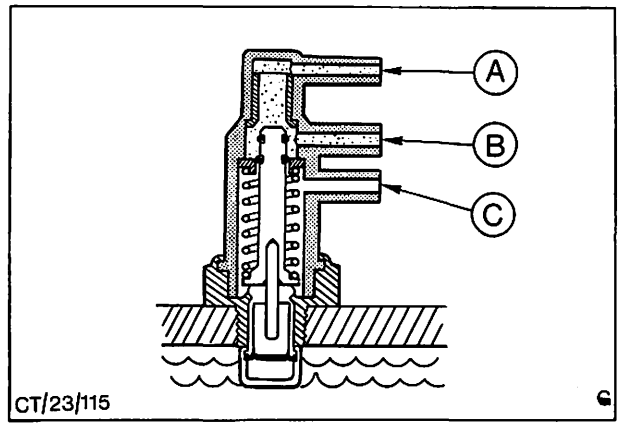

Abb. 182 Dreikanal-Unterdruckthermostat
7. Unterdruckschläuche anschließen, Abb. 182 und 183.